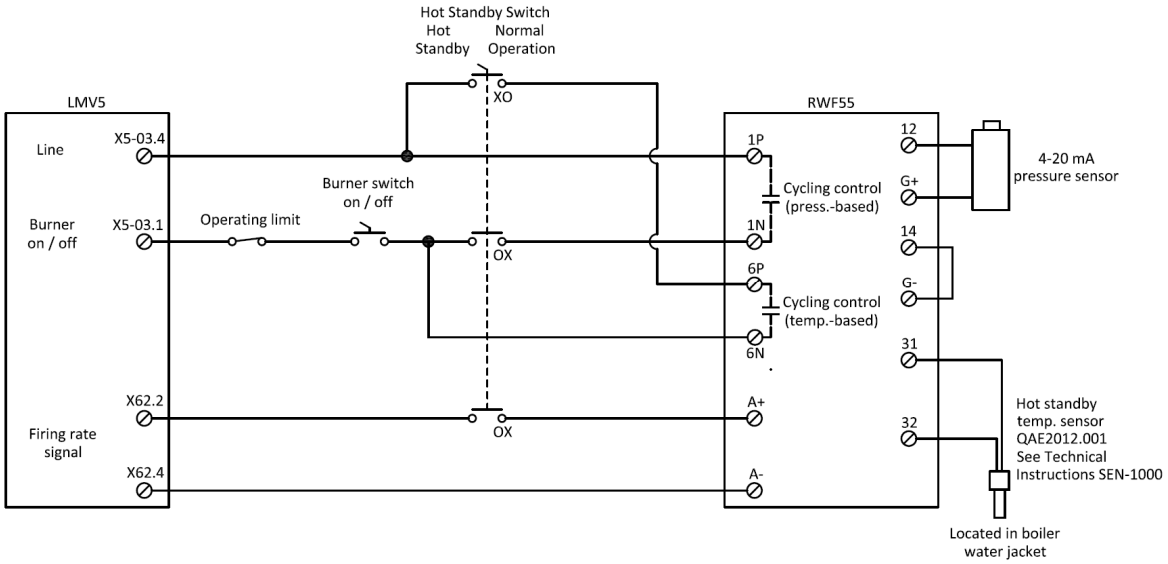

**Figure 3: LMV5 to RWF55 Hot Standby and Load Control Wiring**
1. Wire the RWF55 to the LMV5 as shown in Figure 3.